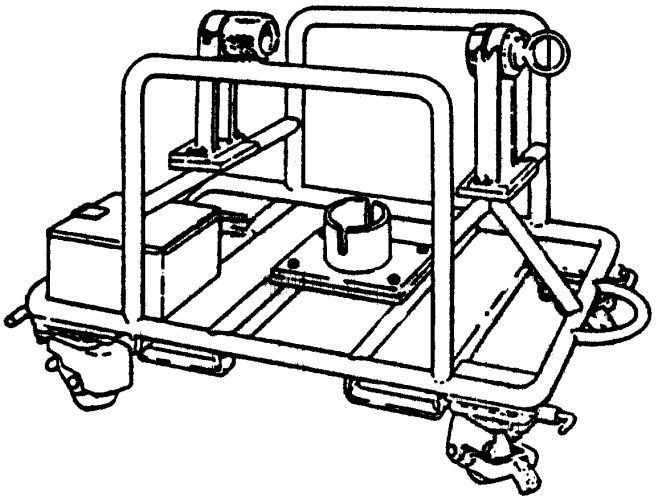

Figure 2. 6796833 Compressor Rotor Transportation and Storage Stand
a. If installed, ensure the balance weights are secure on the rim of the 14th stage compressor wheel. If balance weights are not secure, reject the compressor rotor to depot level maintenance. (QA)
b. Remove the rotor from the 6796833 stand by attaching the hoist to the 6796833-202 lifting eye assembly. (See figure 2.)
d. Remove 6796833-202 lifting eye assembly from the rotor. (QA)